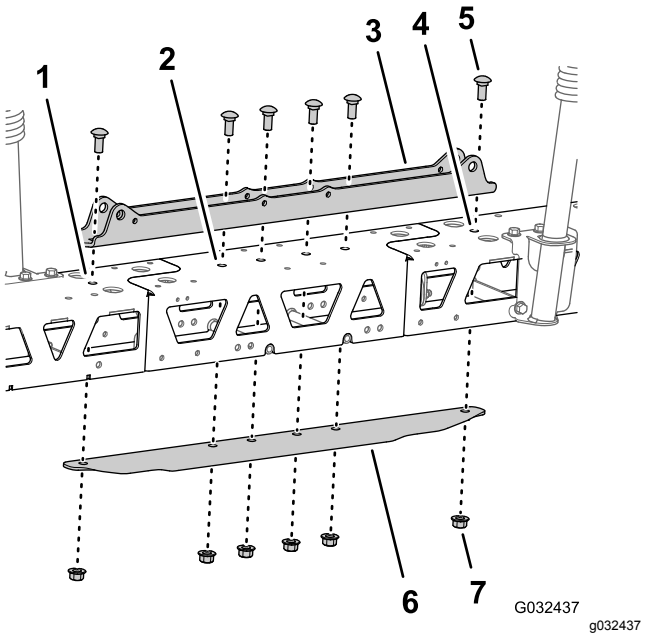

Figur 53
5. Juster hullerne i cylinderbeslaget, så de passer med hullerne ved midterlinjen på afstiverstellet og midterbomforlængeren (Figur 53).
6. Sæt stødpladen ind i afstiverstellet og midterbomforlængeren, og juster hullerne i stødpladen, så de passer med hullerne ved midterlinjen på afstiverne og bomforlængeren (Figur 53).
7. Saml cylinderbeslaget, afstiverne, midterbomforlængeren og stødpladen med de 2 bræddebolte (1/2 x 1-1/4 tomme) og 2 flangelåsemøtrikker (1/2 tomme), som du afmonterede i trin 2 i Adskillelse af afstiverne til midtersprøjtesektionen (side 24), og de 4 bræddebolte (1/2 x 1-1/4 tomme) og 4 flangelåsemøtrikker (1/2 tomme) fra GeoLink-finishingsættet til sprøjtesystem (Figur 53).